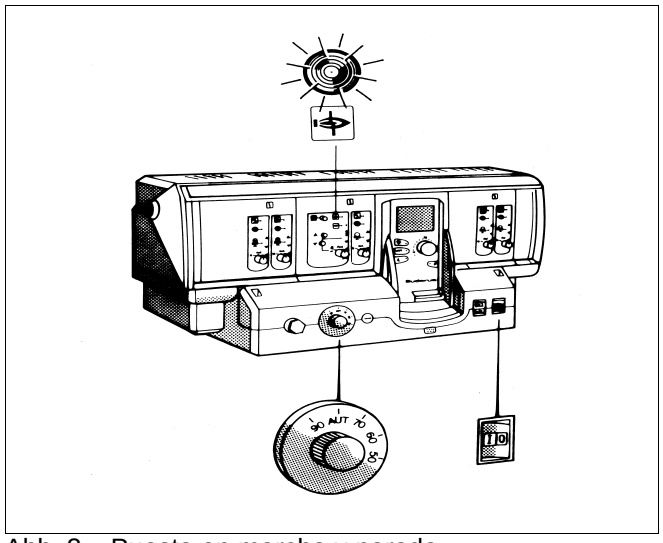

Abb. 2 Puesta en marcha y parada
- Coloque el interruptor de servicio (Fig 2) en la posición “I“ (CON.).
- Coloque el termostato de lacaldera (Fig 2) en la posición "AUT" o bien en 80 °C. En caso de regulación constante, ajuste la temperatura deseada (mín. 65 °C).
- Coloque el interruptor de servicio (Fig 2) en la posición “0“ (DESCON.).